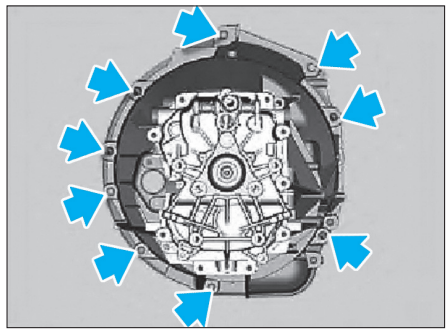

Fig. 15
• Déposer les vis (flèches) puis la boîte de vitesses **(Fig.15)**.